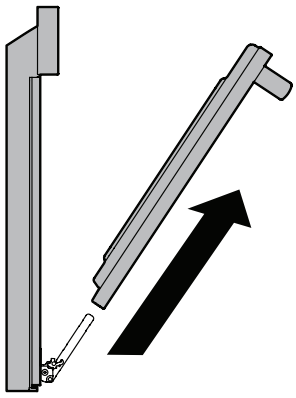

Figure 21: Enlever la porte
4. Tirez le bas de la porte vers vous tout en faisant tourner le haut de la porte vers l'appareil pour dégager complètement les leviers de charnière (Figure 21).
1. Tenez fermement les deux côtés de la porte. N'utilisez pas la poignée de la porte (Figure 21).